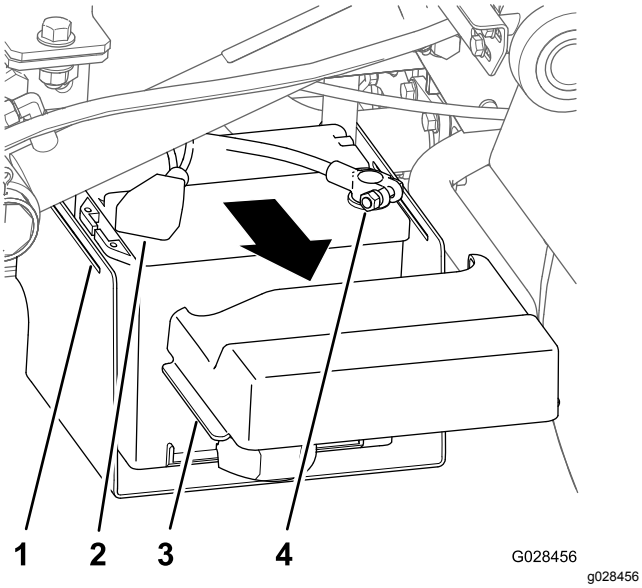

Figur 15
1. Klem på siderne af batteridækslet for at løsne tapperne fra åbningerne i batteribundpladen, og fjern batteridækslet fra batteribundpladen (Figur 15).
2. Skub dækslet tilbage, og fjern minusbatteripolen fra batteriet (Figur 15).
3. Fjern plusbatteripolen fra batteriet (Figur 15).